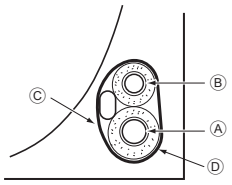

Fig. 4-4
4.4.1. Verstauen im Rohrleitungsraum der Anlage (Fig. 4-4)